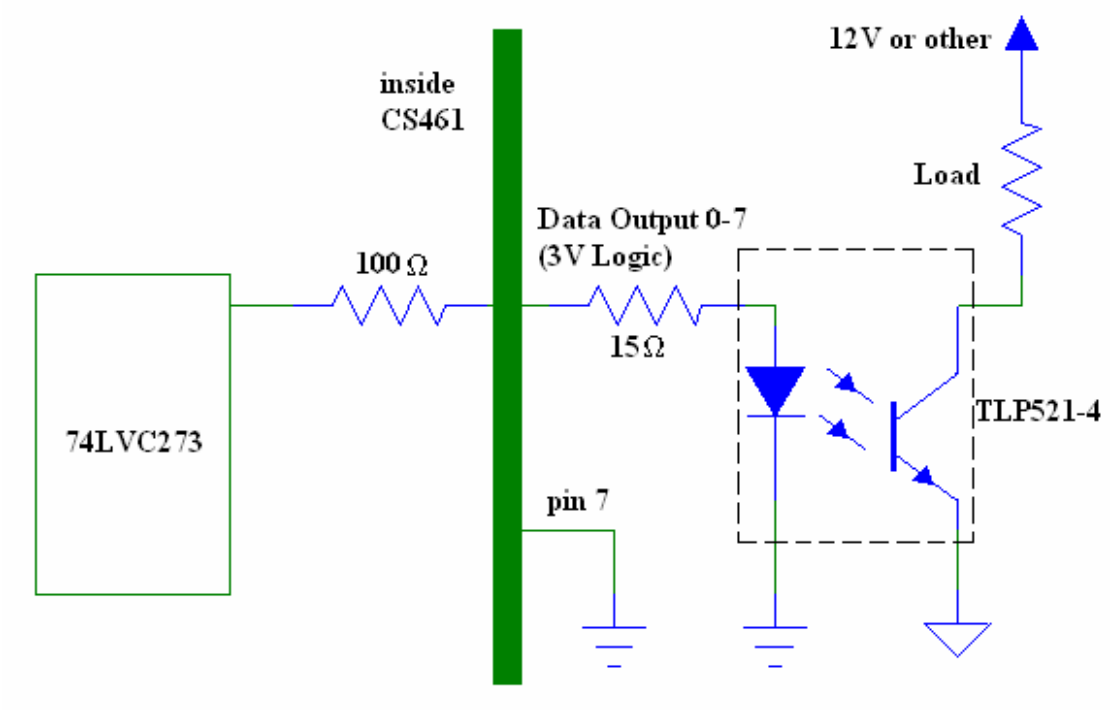

Figure 2-3
a) Output ports are internally driven by 74LVC273 (V_{cc} = 3.0V) with 100Ω current limiting resistors. (See Figure 2-3)